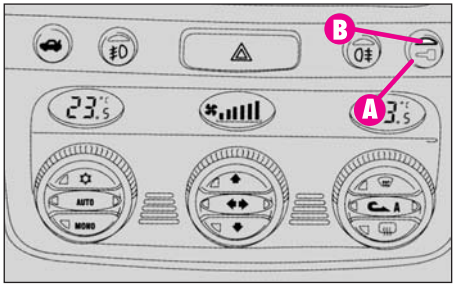

fig. 12
-Pentru a împiedica deschiderea din exterior, apăsați butonul (**A-fig. 12**) de pe bord; ledul corespunzător (**B**) de pe acest buton se va aprinde (lumina galbenă) pentru a confirma că ușile au fost blocate.